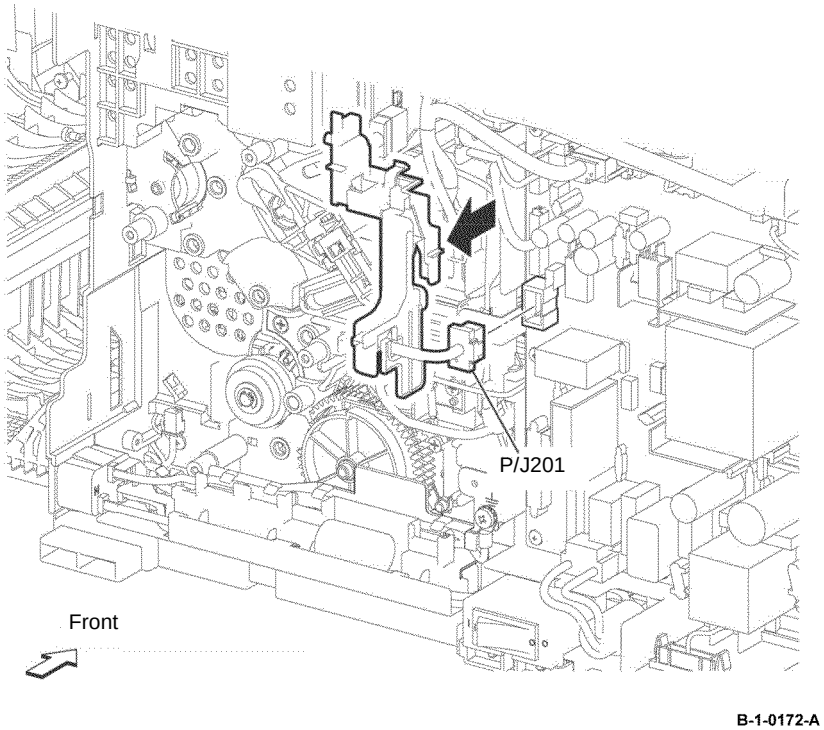

Figure 2 P/J201 disconnection
15. Disconnect PJ201 from the LVPS PWB, then move the harness guide, Figure 2.